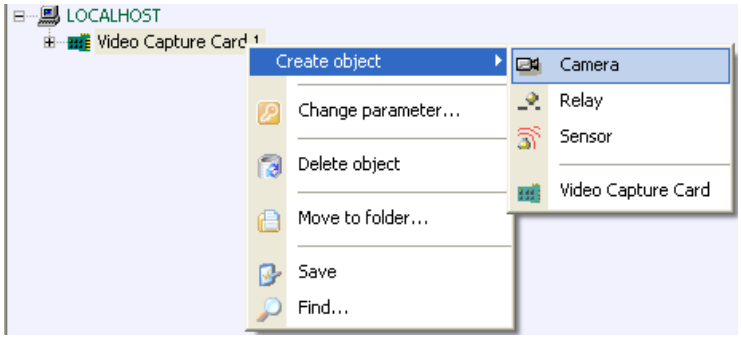

Figure 3.1—5 Context menu of the Video capture card object
1. Select **Create object** -> **Camera** in the context menu of the **Video capture card** object (Figure 3.1—5).
As a result the basic settings toolbar is displayed (Figure 3.1—6).